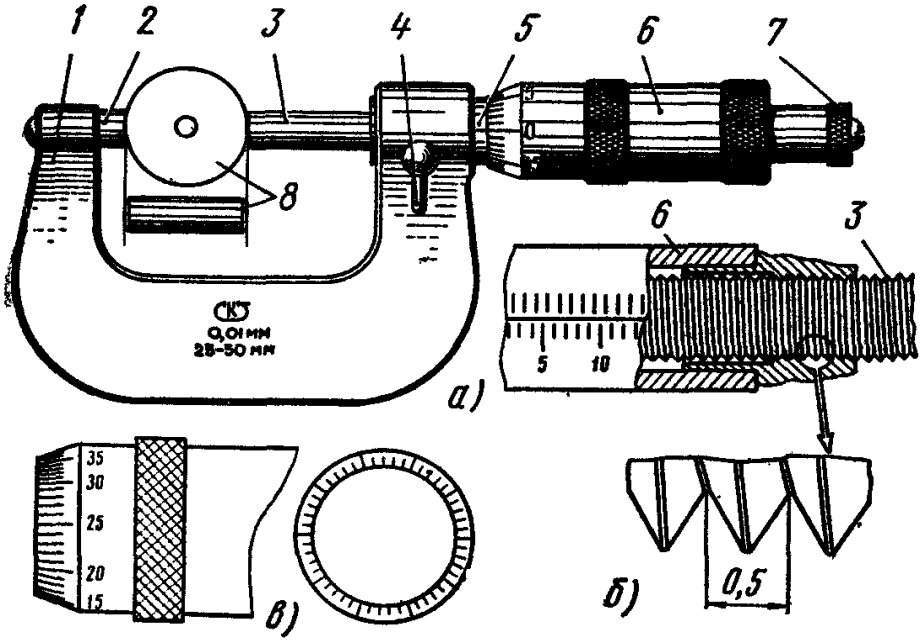
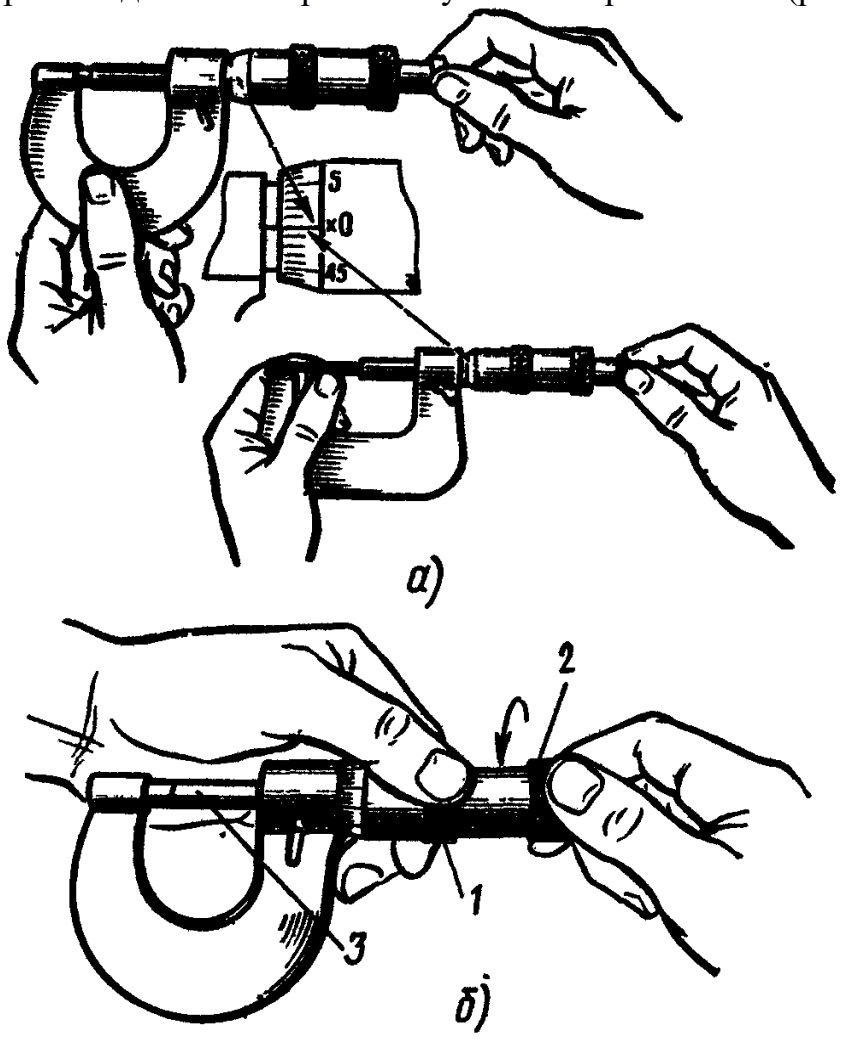

Рис. 12. Микрометр МК:
Рис. 13. Установка нулевого положения микрометра МК
Микрометры с верхним пределом измерений 50 мм и более снабжаются установочными мерами *8* (рис. 12). Микрометры с верхним пределом измерений более 300 мм имеют подвижные пятки, обеспечивающие возможность измерений любого размера в пределах данного микрометра.
1. Изучить конструкцию микрометра МК (рис.12, *а*).
2. Ознакомиться с устройством и назначением нониуса (рис. 12, *в*):
b) микрометрический винт *3*, шаг которого равен 0,5 мм, связан с барабаном *6*. Коническая часть барабана разделена по окружности на 50 равных частей (нониус на рис. 12, *в*);
c) за один оборот микрометрический винт *3* перемещается вдоль оси на шаг резьбы (рис.12, *б*). При повороте на одно деление микрометрический винт *3*, соединенный с барабаном 6, перемещается вдоль оси на 1/50 шага, т.е. 0,5:50=0,01 мм, являющейся ценой деления микрометра.
3. Установка нулевого положения нониуса (рис. 13):
a) нулевое положение микрометра проверить перед измерением: у правильно отрегулированного микрометра пятка *2* и винт *3* (см. рис. 12) должны соприкасаться с измерительными поверхностями установочной меры *8* или непосредственно между собой (при пределах измерения диаметра 0 – 25 мм), а нулевой штрих барабана должен совпадать с продольным штрихом стебля, при этом скос барабана должен открывать нулевой штрих стебля (рис.13, *а*);
- ослабить колпачок *2*, связывающий барабан с микроскопическим винтом, придерживая левой рукой за поясок *1* (рис. 13,*б*);
- освободить барабан от сцепления с винтом и провернуть его до совпадения нулевого штриха на скосе барабана с продольным штрихом стебля (рис. 13, *а*);